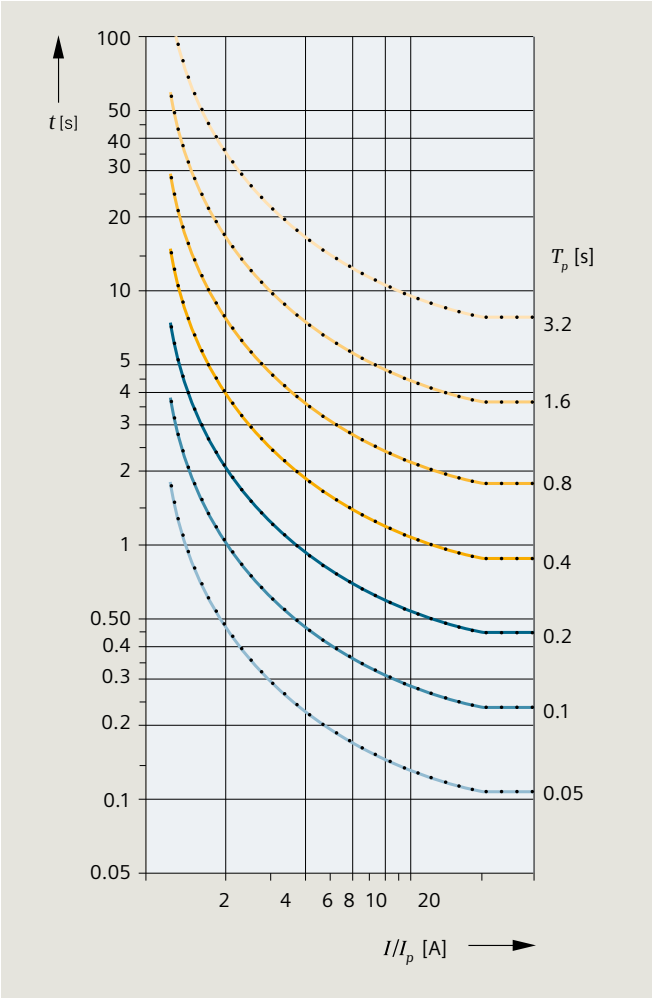

Fig. 6.2-62: Normal inverse-time characteristic of the 7SJ60 relay
The relay operating times, depending on the current, can be derived from the diagram or calculated with the formula given in fig. 6.2-62, see next page.
- With this value and the set value of $T_p = 0.11$, an operating time of 0.3 s is obtained again (fig. 6.2-62).